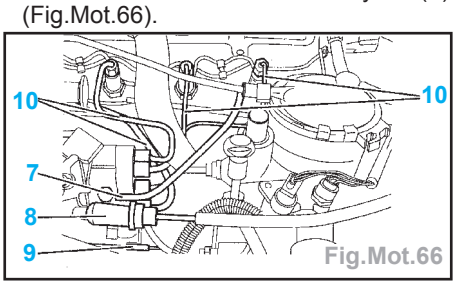
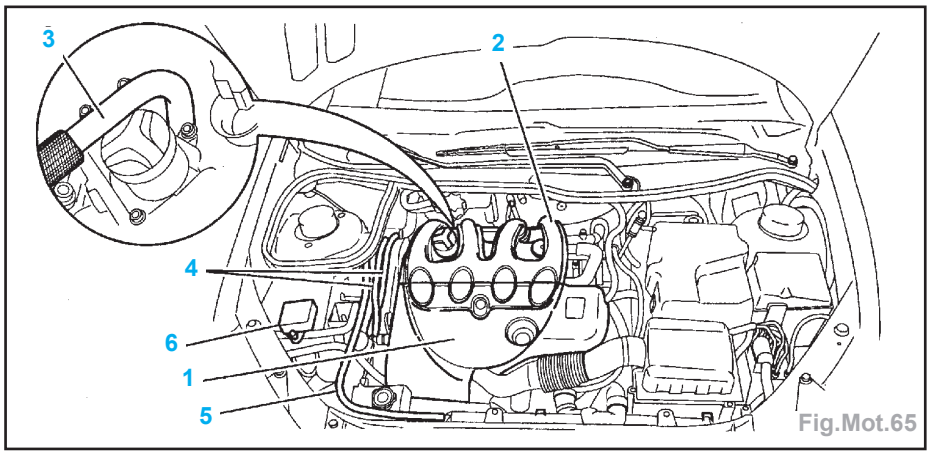

Fig.Mot.66
Fig.Mot.65
- Déposer (Fig.Mot.65) :
- le cache-style (1),
- le répartiteur d'air (2),
- le tuyau (3) de vanne EGR.
- les tuyaux de carburant (4),
- le tuyau de dégazage (5),
- le boîtier électronique (6).
- Débrancher et écarter le tuyau (7) (Fig.Mot.66).